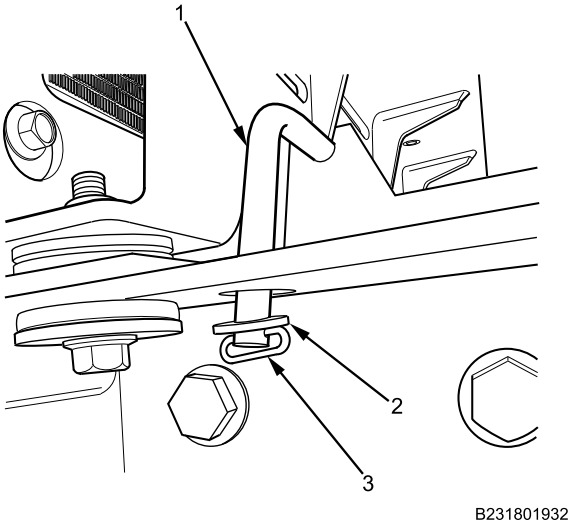

Figure 2. Torsion Bar, Washer, and Clip.
3. Remove clip (Figure 2, Item 3), washer (Figure 2, Item 2), and hood torsion assist bar (Figure 2, Item 1) from frame slot. Discard clip.